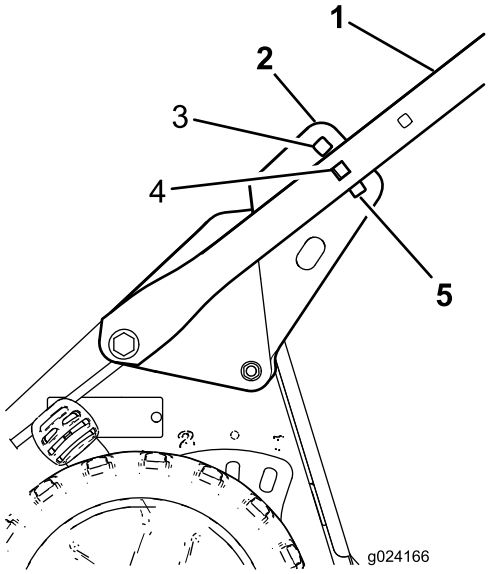

**Rysunek 4**
4. Stań z tyłu urządzenia w pozycji roboczej, aby określić najwygodniejszą wysokość uchwytu (Rysunek 4).